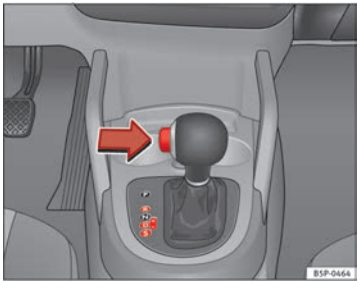

Fig. 147 Driving
– Press the button on the selector lever knob (on the left) ⇒ Fig. 147.